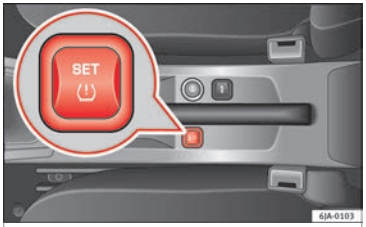

Fig. 120 Tyre pressure adjustment switch.
- Hold the SET ⓘ ››› Fig. 120 button down for at least 2 seconds. The warning lamp will light up when the button is pressed ⓘ. The system memory is also deleted and a new calibration process will begin, which is indicated by an audible warning and the warning lamp ⓘ switching off.